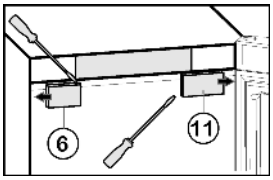

Fig. 9
- ▶ Griffseitige Abdeckung *Fig. 9 (6)* abnehmen: rechts mit Schlitzschraubendreher ausrasten und nach außen schieben.
- ▶ Scharnierseitige Abdeckung *Fig. 9 (11)* abnehmen: links mit Schlitzschraubendreher ausrasten und nach außen schieben.